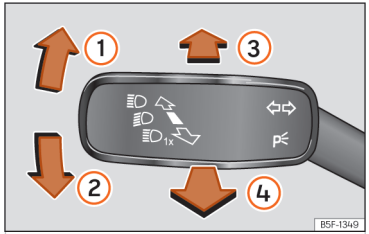

Abb. 69 Blinker- und Fernlichthebel.
- Drücken Sie den Blinker- und Fernlichthebel aus der Ausgangsstellung nach vorne ››› (Abb. 69) ③.
- **ODER:** Ziehen Sie bei eingeschaltetem Fernlichtassistenten den Blinker- und Fernlichthebel nach hinten ››› (Abb. 69) ④.